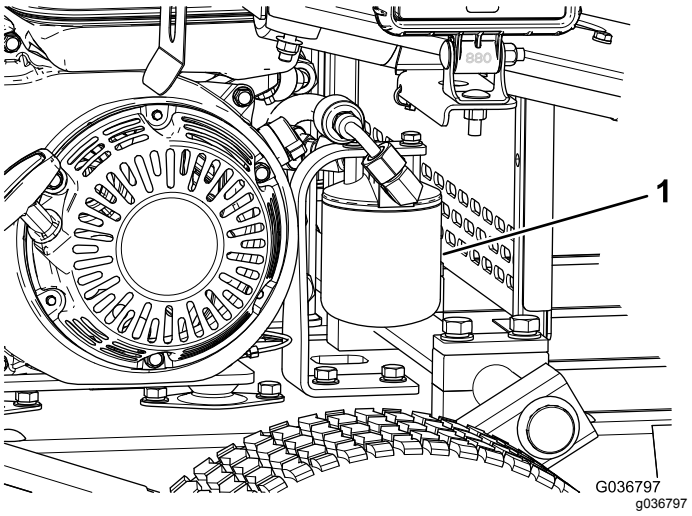

Figur 36
5. Plasser et tappefat under filteret, og ta ut filteret (Figur 36).